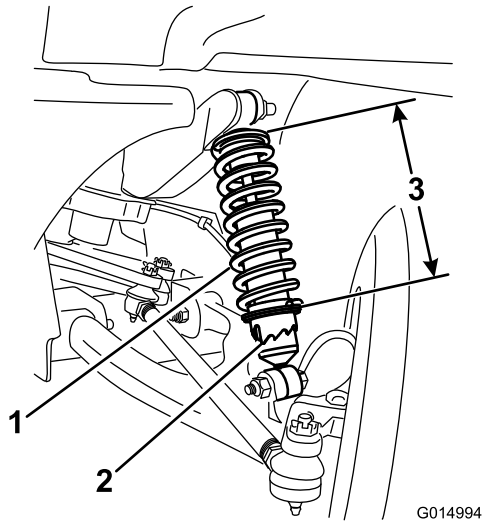

Figura 42
3. utilizzando l'attrezzo Toro6010 ruotate il collare sull'ammortizzatore per cambiare la lunghezza della molla (Figura 42).